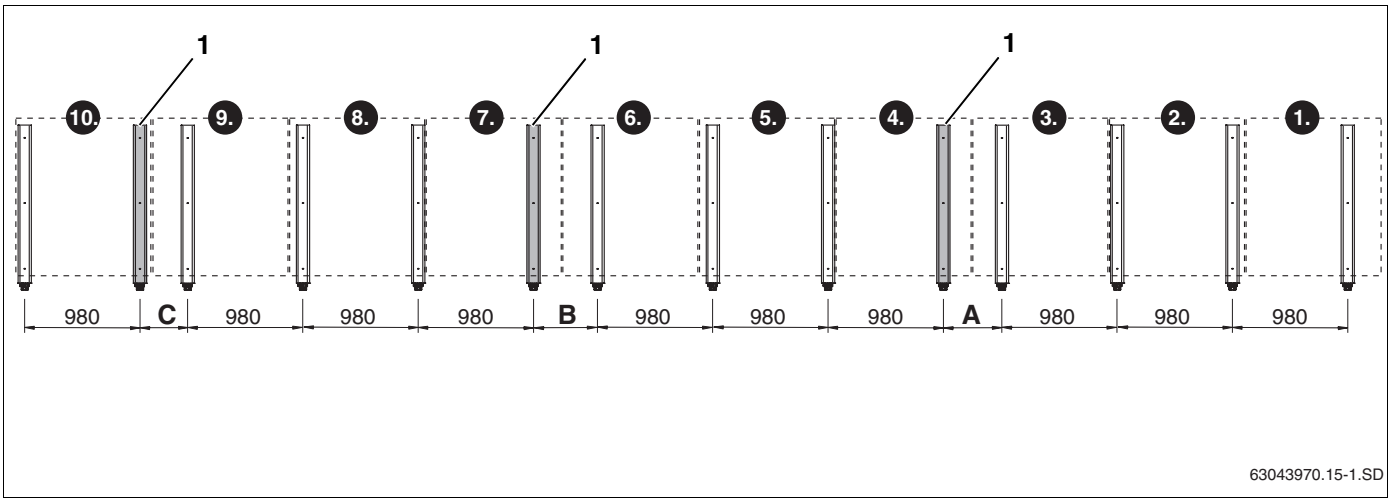

Afb. 23 Basisuitvoering voor 10 verticale collectoren (indicaties in mm)
Bij de verticale montage moet er telkens bij de 4e, 7e en 10e collector een bijkomende steun opgesteld worden (afb. 23, **pos. 1**).